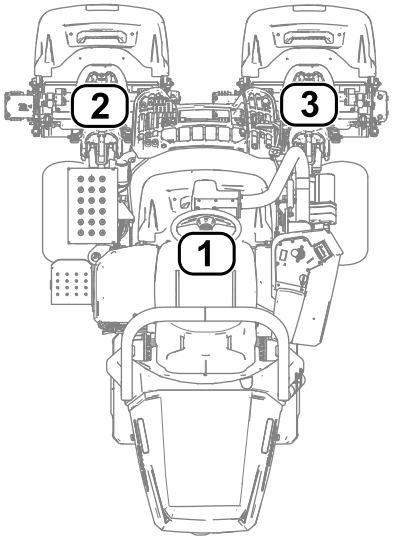

Figuur 31
- **1** verwijst naar de middelste maai-eenheid(Figuur 31)
- **2** verwijst naar de voorste maai-eenheid links (Figuur 31)
- **3** verwijst naar de voorste maai-eenheid rechts (Figuur 31)